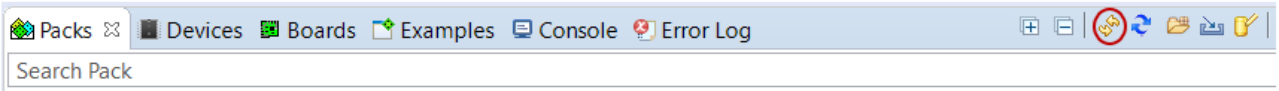

Figure 34. Refresh Pack after Installation
5. After installation, click on the refresh icon with yellow arrows, which shows the text **Reload Packs in the CMSIS Pack root folder** when you hover over it with your cursor, in the Packs tab (as shown in the "Refresh Pack after Installation" figure (Figure 34)), to update your pack proprieties.